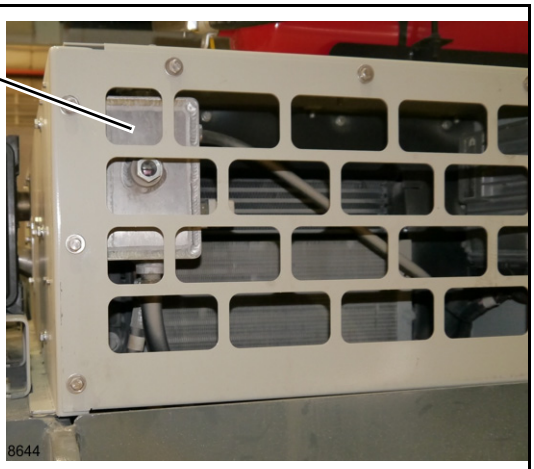

FIGURA 5-8
2. Revise que el nivel en el tanque de recuperación (Figura 5-8) esté al menos hasta la mitad, es decir, que el refrigerante quede visible en la mirilla. Si el nivel de refrigerante es bajo, llene el tanque de recuperación hasta la mitad con una mezcla uniforme de anticongelante a base de glicol y agua. No agregue únicamente agua, ya que podría ocasionar la formación de óxido en el radiador y en el motor.